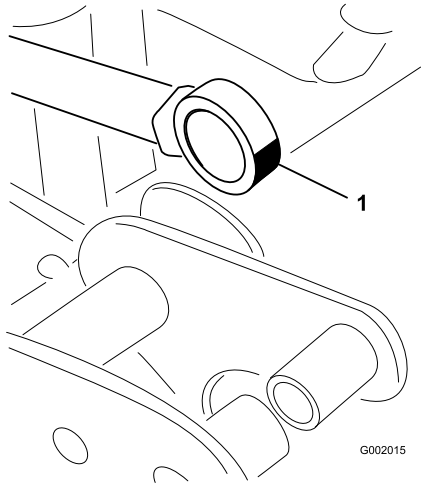

Figur 35
5. Før enden af aktuatorstanglejet med påført fedt ind i lejet (Figur 35). Tør overskydende fedt af.